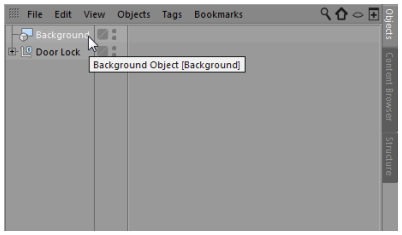
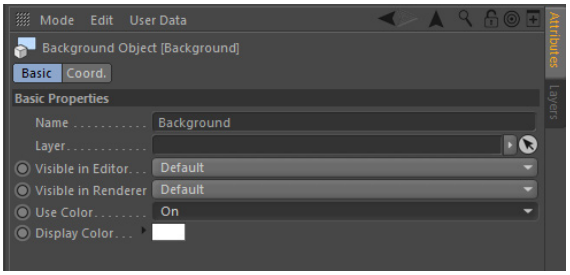

Figure 2-26 *The* ***Background*** *Object selected in the Object Manager*
Figure 2-27 *The* ***Display Color*** *parameter activated*
2. Make sure *Background* is selected in the Object Manager, as shown in Figure 2-26. In the Attribute Manager, choose the **Basic** button; the **Basic Properties** area is displayed. In this area, select **On** from the **Use Color** drop-down list. On doing so, the **Display Color** parameter is activated, as shown in Figure 2-27. By default, the white color is selected in this spinner. As a result, the background color changes to white.